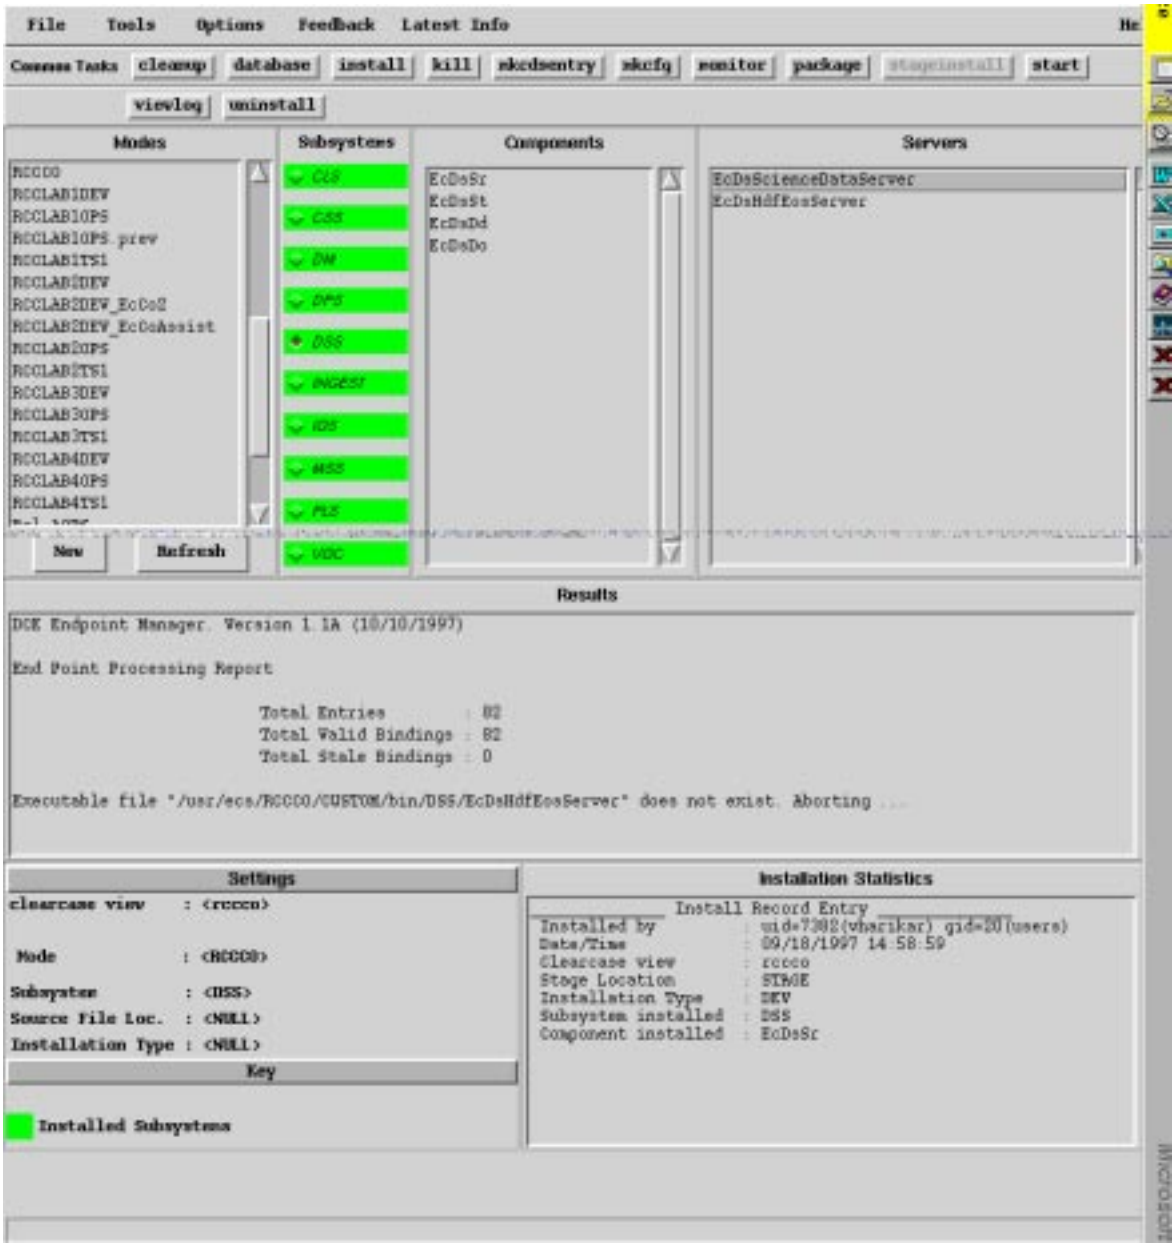

Figure 3.7-2. Subsystem Manager GUI
- This will invoke the Subsystem Manager GUI, as indicated in Figure 3.7-2.